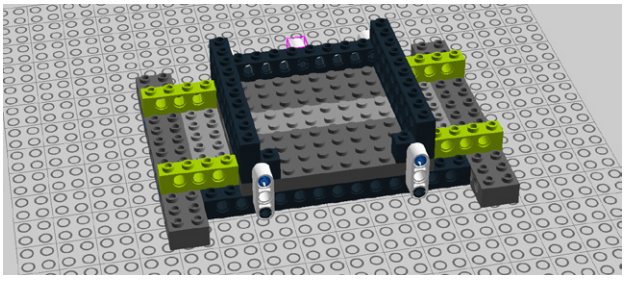

Figure 5-22. *Step 15: Attaching the 4M bricks*
15. Next, let's connect four 4M Technic bricks. Figure 5-22 shows how things should appear at this point.